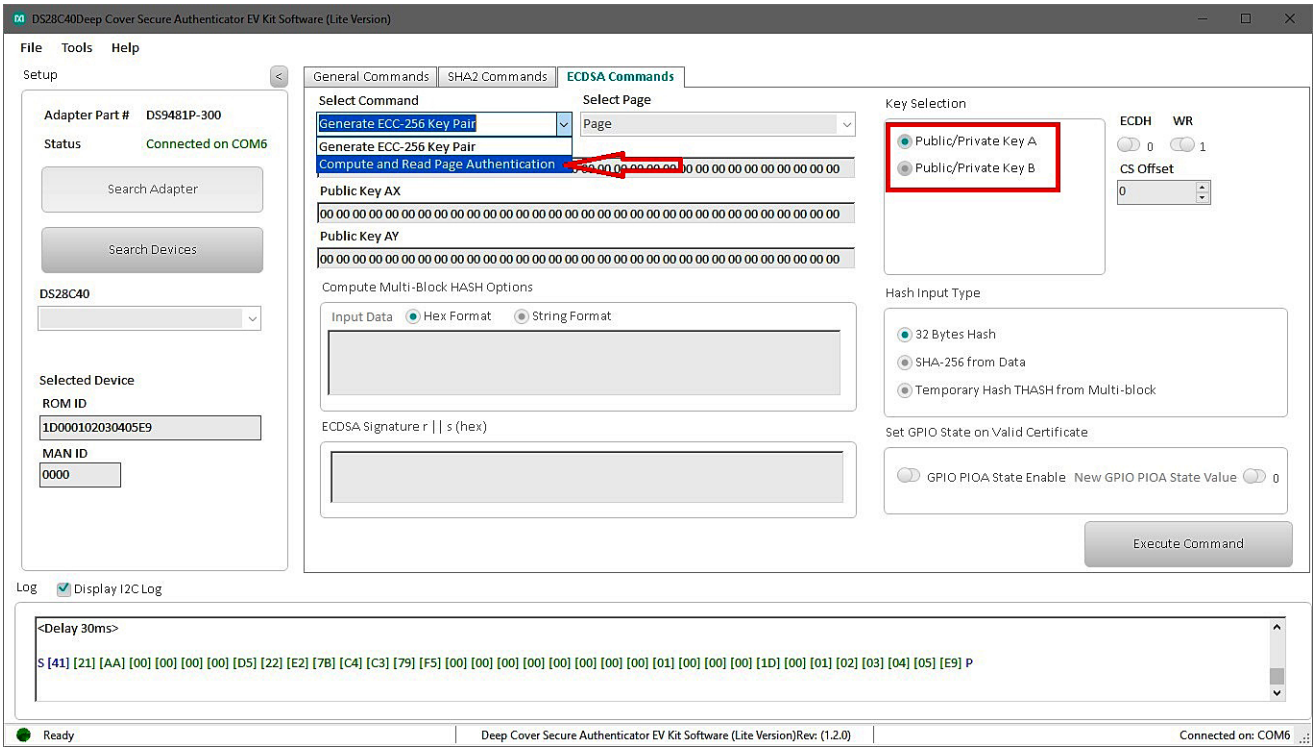

Figure 26. Selecting Command
4) In the **Select Command** drop-down menu, select the **Compute and Read Page Authentication** command and the **Public/Private Key** from the **Key Selection** combo box (Figure 26).